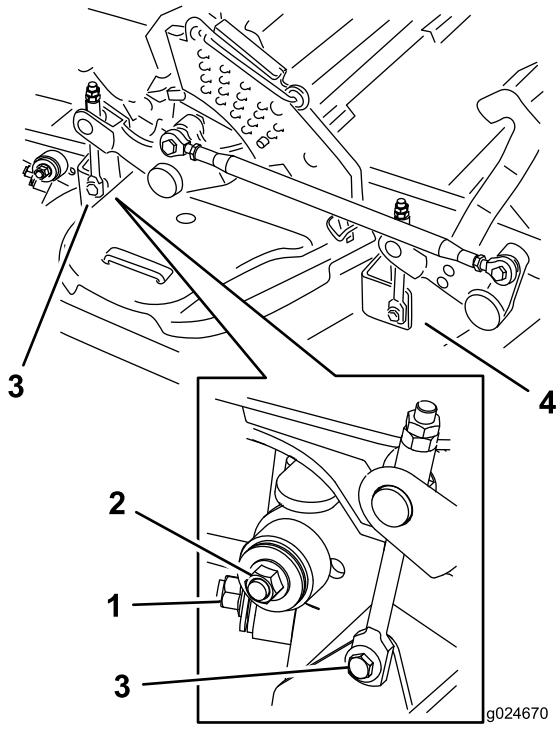

Figur 96
7. Fjern monteringsboltene/-møtrikkerne på begge sider af skjoldet som vist i Figur 96, og læg dem til side.